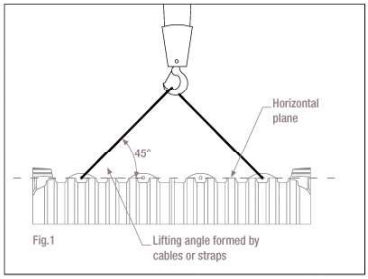

Fig.1
D) When lifting, use **cables or straps** suitable for the load to be supported and in perfect condition. Hook the cables or straps onto the **lifting eyes** present on the upper part of the modular tanks. To prevent the load from becoming unbalanced, place the lifting cables **symmetrical** as reported below, respecting the lifting angle which must **NEVER be less than 45°** (Fig.1).